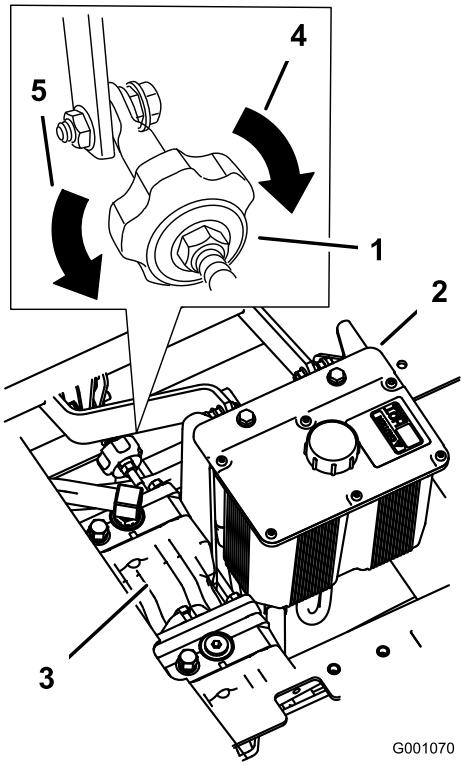

Rysunek 57
4. Aby maszyna skręcała w prawo, obróć pokrętło w kierunku prawej strony maszyny. Patrz Rysunek 57.
5. Aby maszyna skręcała w lewo, obróć pokrętło w kierunku lewej strony maszyny. Patrz Rysunek 57.